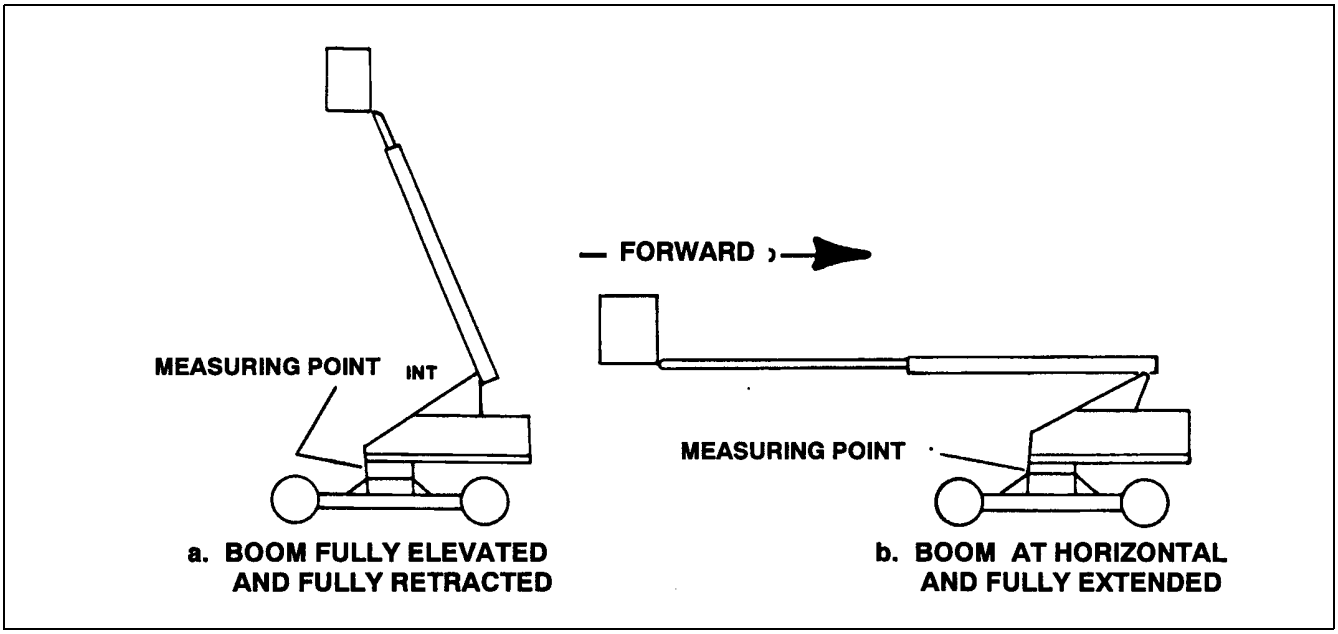

Figure 2-32. Swing Bearing Tolerance Boom Placement.
b. At the position indicated on "a" of Figure 2-32, try to insert a.0015 feeler gauge between the bolt and hardened washer at the arrow indicated position.
b. At the position indicated on "b" of Figure 2-32, try to insert the.0015” feeler gauge between the bolt head and hardened washer at the arrow indicated position.